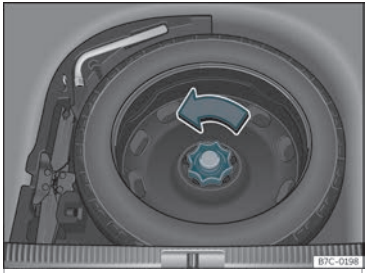

Fig. 268 No maleteiro:piso de carga alzado.
- Xire a roda no sentido contrario ás agullas do reloxo ››› **fig. 268**.